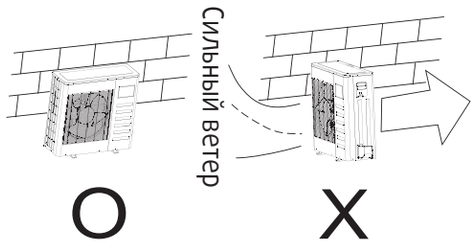

рис. 5-1
- Если наружный блок устанавливается с наветренной стороны (например, на побережье), его нужно располагать по длине (вдоль стены) или использовать защитные экраны, поддерживая, таким образом, эффективную работу вентилятора (рис. 5-1).